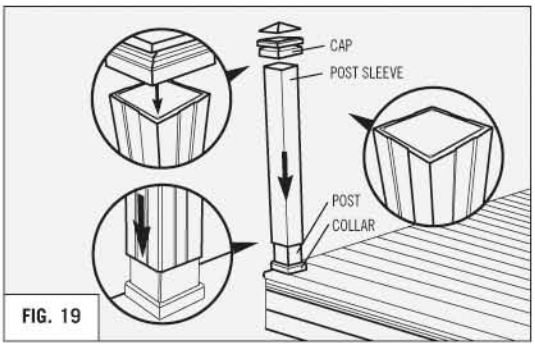

FIG. 19
- The Eon post sleeve is designed to simply slide over an existing 4" x 4" wood post. **(REFER TO FIG. 19)**